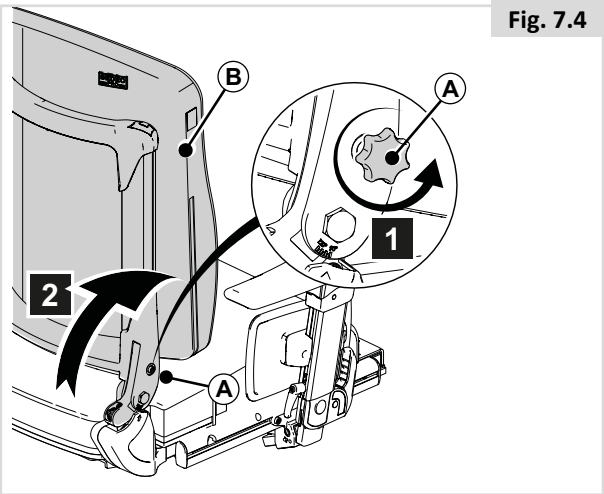

Fig. 7.4
7.3 Neerklappen van de rugleuning met quick release (fig. 7.4)